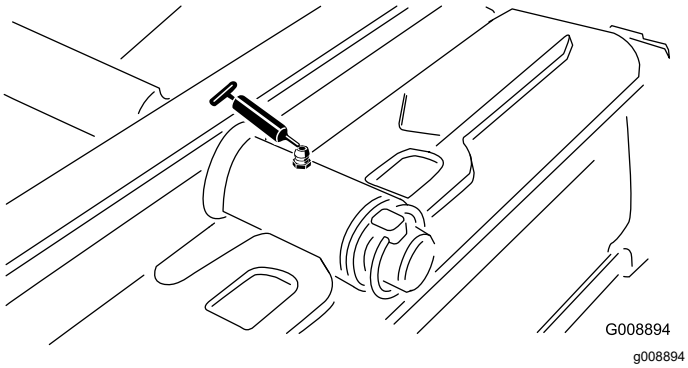

**Figur 45**
- Bakre klippeenhetsaksel (Figur 45)